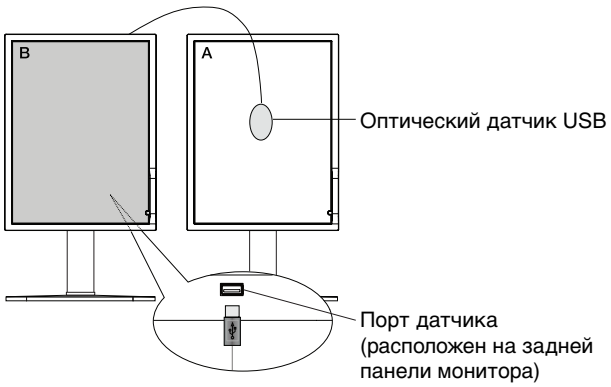

**Рисунок C.1**
1. Для того, чтобы показать меню CALIBRATION, вставьте оптический датчик USB в порт датчика (**Рисунок C.1**) или выберите в расширенном меню опцию STAND ALONE CALIBRATION (стр. 21).
5. Для выполнения данной процедуры необходимо поместить оптический датчик USB в центр панели дисплея (**Рисунок C.4**). Наклоните панель дисплея примерно на 5° назад и поместите оптический датчик USB в центре панели дисплея (**Рисунок C.1**).